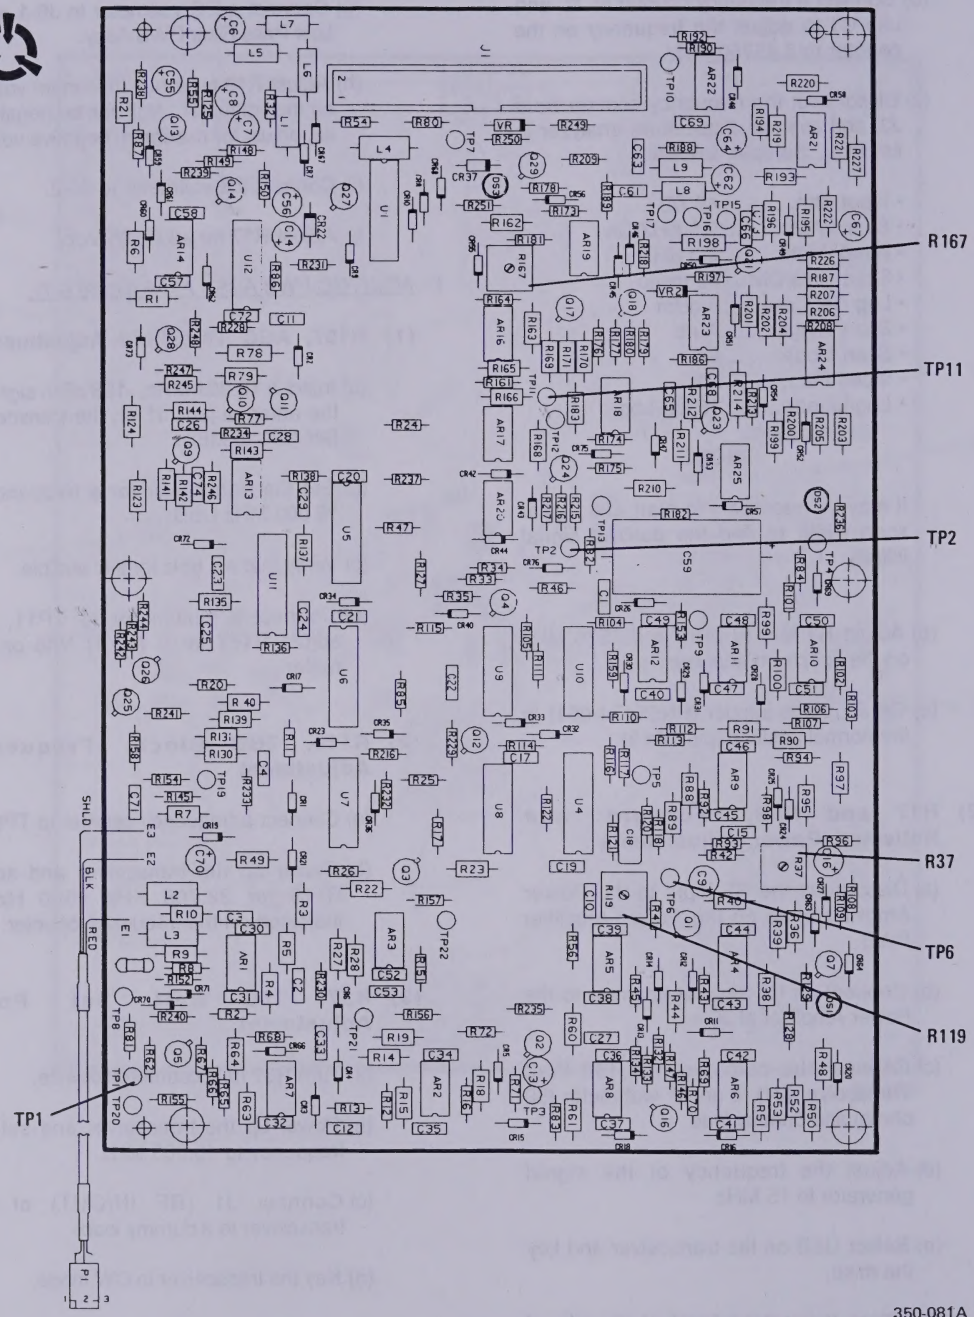

Figure 6-7. AGC/TGC PWB Assy
f. AGC/TGC PWB ASSY A1A6 (figure 6-7).
(1) R167, AGC Threshold Adjustment